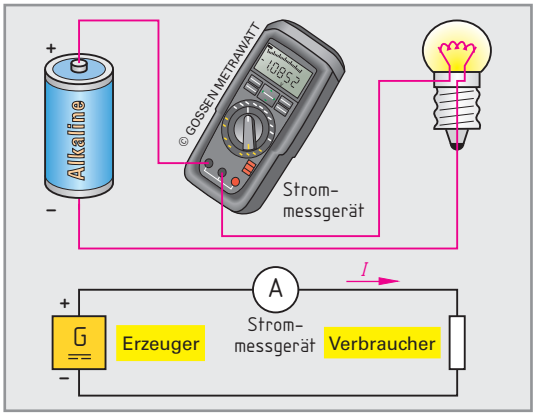

Bild 2: Strommessung
Die elektrische Stromstärke (Formelzeichen I) misst man mit dem Strommessgerät **(Bild 2)**. Die Einheit der elektrischen Stromstärke I ist das Ampere (A). Im Schaltzeichen des Strommessgerätes steht A.